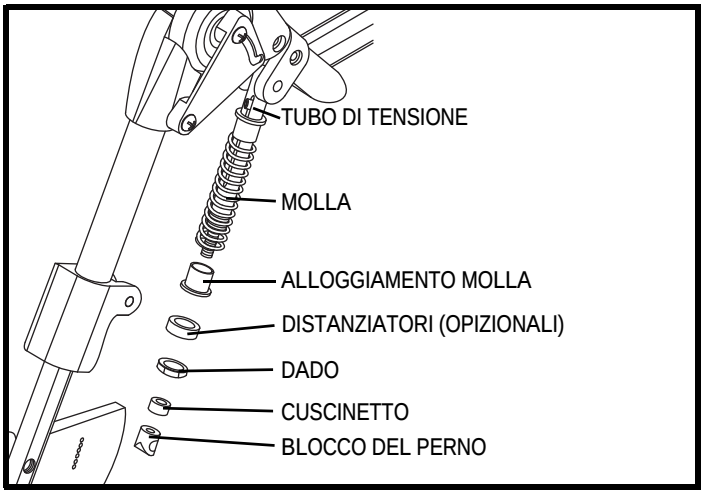

Figura 42. Vista esplosa di limitatore estensione ginocchio
3. Rimuovere il bullone che collega il blocco del perno alla struttura del poggiagambe inferiore. **Vedere la figura 42.**